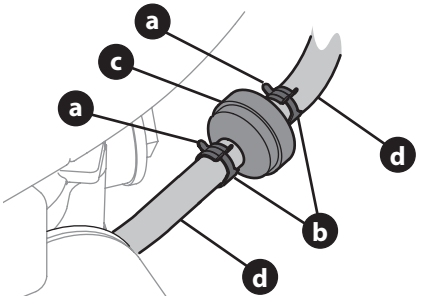

Figura 15
2. Use pinzas para agarrar las pestañas (a) de las abrazaderas (b), a continuación, aleje las abrazaderas del filtro de combustible (c) (Figura 15).